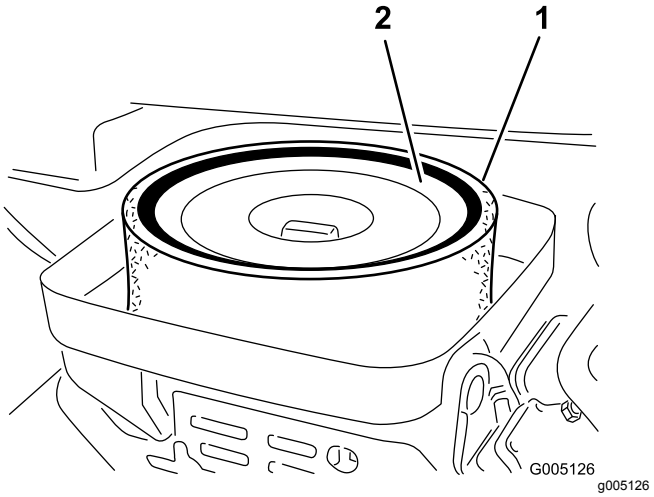

Figur 37
3. Ta av vingemutteren som fester elementene til luftrenseren (Figur 37).
4. Hvis skumelementet er skittent, fjerner du det fra papirelementet (Figur 37). Rengjør den grundig, som følger: